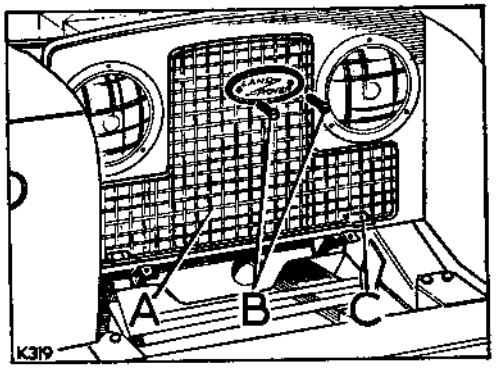

**Fig. G1-68. Radiator grille**
7. Fit the radiator grille and name plate, see Fig. G1-68.